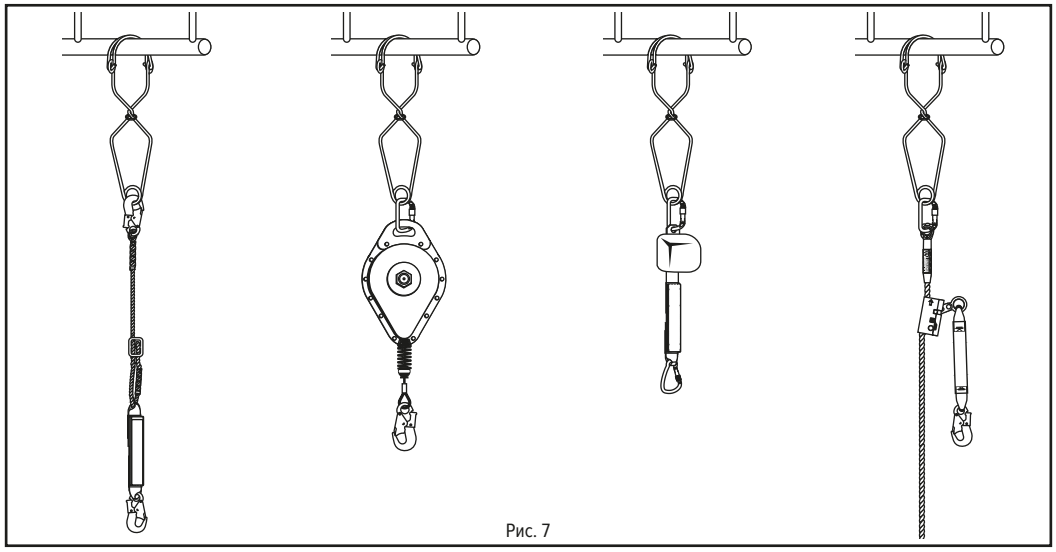

Рис. 7
- К карабину с защелкивающимся стопором подсоединить соединительно-амортизирующий механизм, например, амортизатор с тросом (рис. 7).